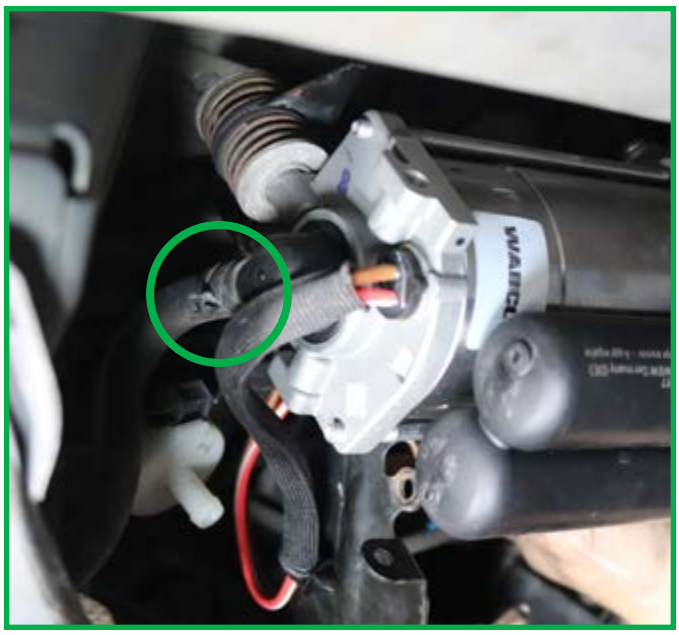

FIGURE 14
4. Reconnect the hose using the hose clamp. (Figure 14)